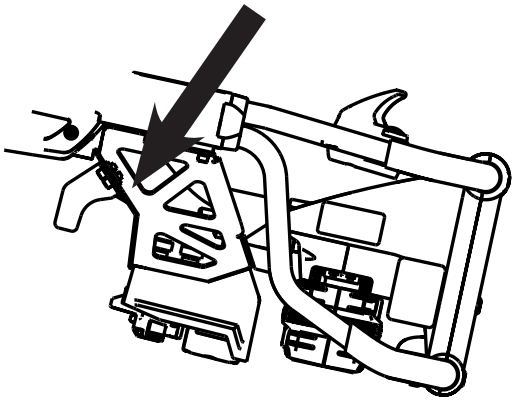

Figure 58
- Pour les civières compatibles Power-LOAD, les sangles doivent être rallongées et attachées au dispositif de fixation côté pieds comme illustré sur la Figure 58.